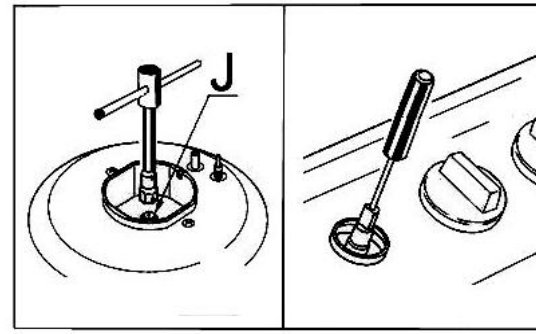

Рис.10
- Вставьте маленькую отвертку с плоским жалом в стержень вентиля. (См. рис.10). В вентилях, оборудованных предохранительным клапаном системы «газ-контроль», регулировочный винт может находиться снаружи стержня вентиля.